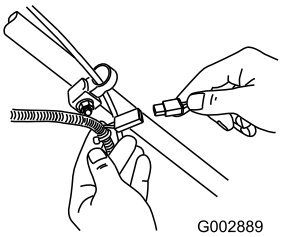

Figure 44
1. Connect the charger to the mower wire harness located below the ignition key (Figure 44).